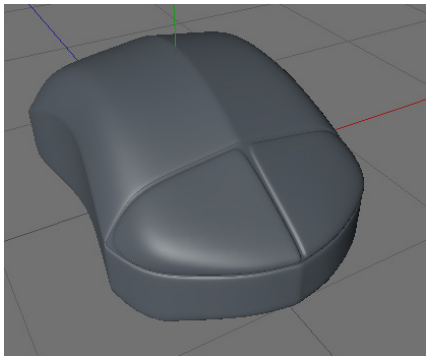

Figure 3-61 *The smoothened Computer mouse*
10. To smoothen the surface of the Computer mouse, choose the **Subdivision Surface** tool from the Command Palette; **Subdivision Surface** is added to the Object Manager. Next, select *Computer mouse* in the Object Manager and press and hold the left mouse button and then drag it on the **Subdivision Surface**; the *Computer mouse* is connected to the **Subdivision Surface** and the smoothened result is displayed, as shown in Figure 3-61.